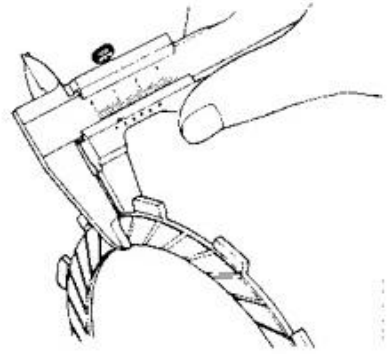

FIG. 19
- L'épaisseur des disques lisses, à l'aide d'un pied à coulisse (fig.19).